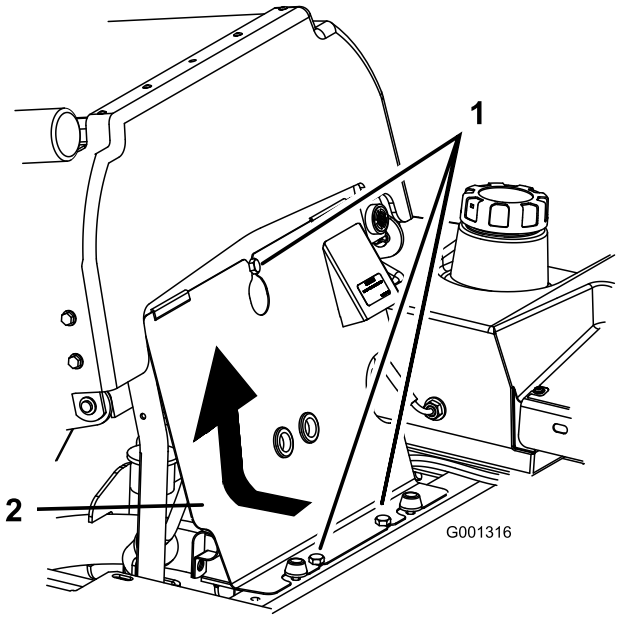

Figur 32
1. Vip sædet frem, løsn boltene, og fjern motorens frontpanel (Figur 32).